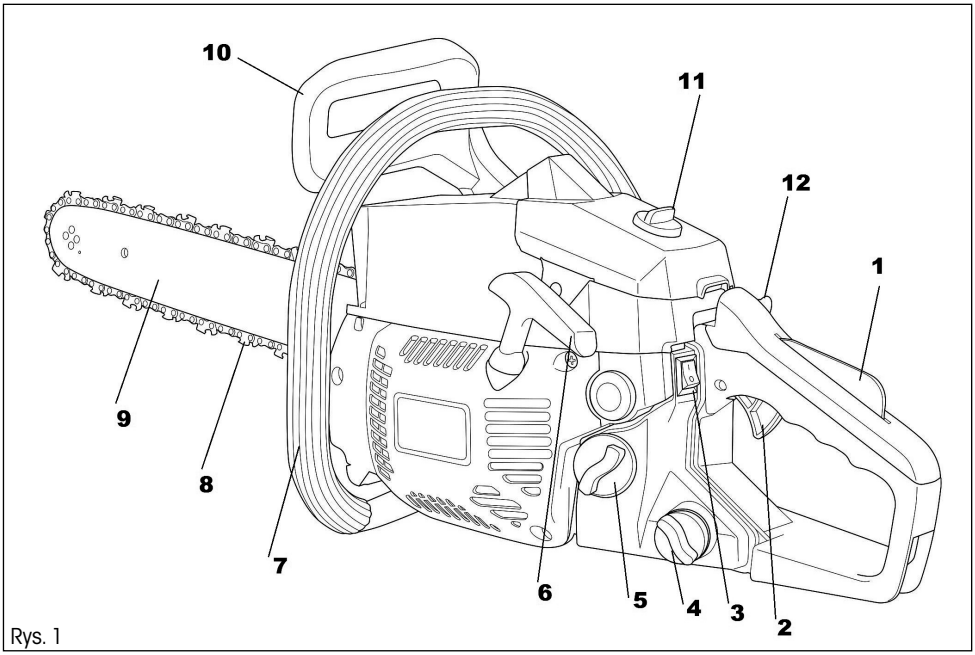

Rys. 1
Opis maszyny (por. Rys. 1)
- Dźwignia hamulca bezpieczeństwa (Rys. 1, punkt 10) musi być odbezpieczona (przyciągnąć w kierunku górnego uchwytu).
Hamulec łańcucha (Rys. 1, punkt 10)
- Wciśnij dźwignię hamulca (Rys. 1, punkt 10) do przodu. Łańcuch powinien się natychmiast zatrzymać.